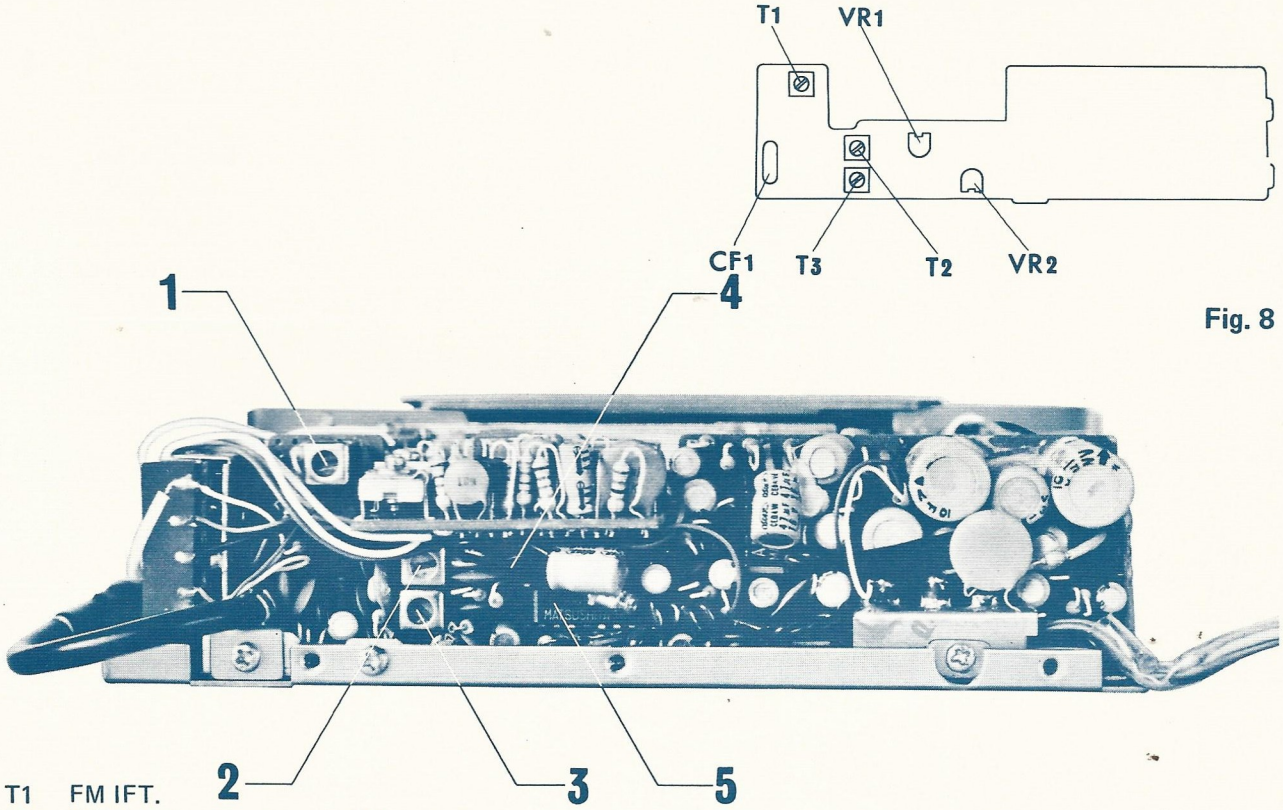

Fig. 8
1) By adjusting 20KΩ VR1 make MPX lamp go on. (Fig. 8)